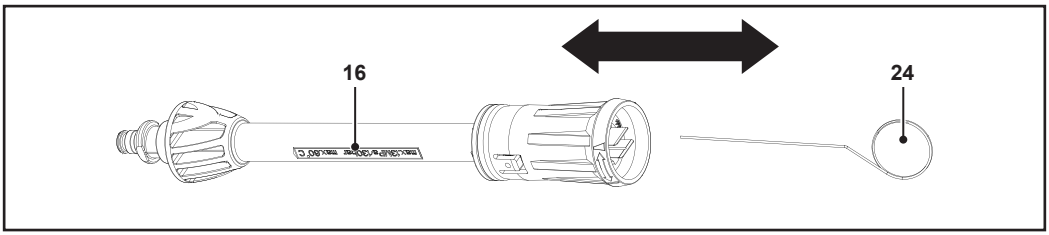

Rys. 12
Aby usunąć zabrudzenia z dyszy regulowanej (16) lub dyszy obrotowej (17), należy wsunąć szpilkę czyszczącą (24) w otwór końcówki dyszy, a następnie poruszać nią tam i z powrotem (rys. 12).